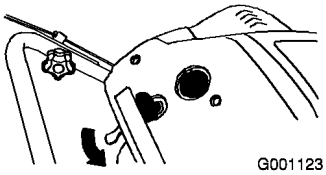

Figure 12
2. Déplacez la manette de starter vers la droite (Figure 12).